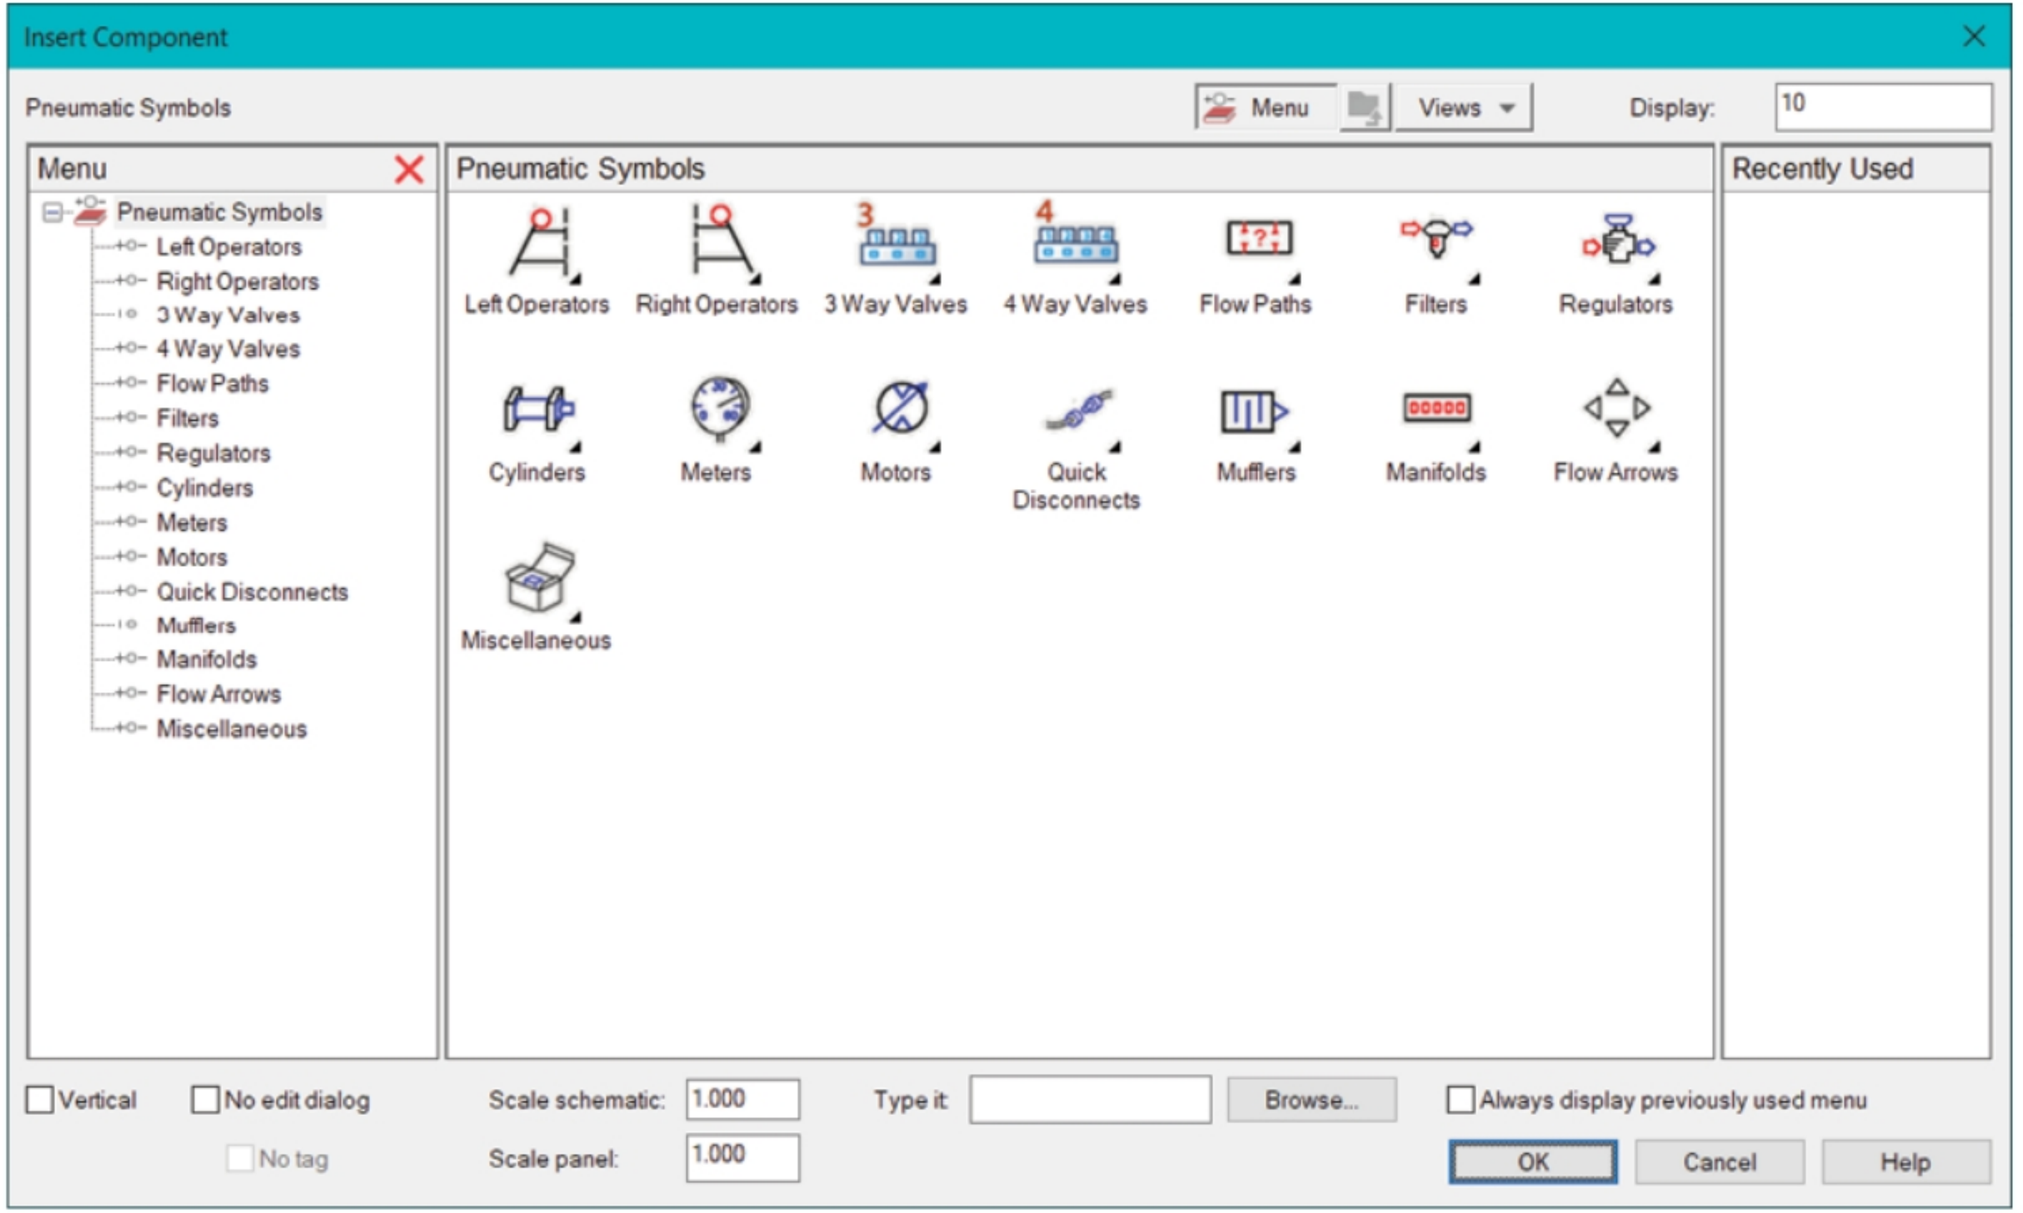

Figure-43. Insert Component dialog box for pneumatic components
- Click on the **Insert Pneumatic Components** button . The **Insert Component** dialog box will be displayed as shown in Figure-43.